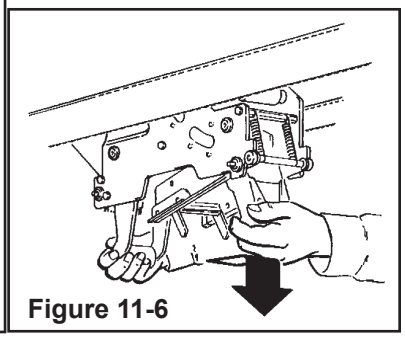

Figure 11-6
3. Hold upper taping head applying and buffing arms from under upper assembly, slide head forward and down to remove (**See Figure 11-6).**